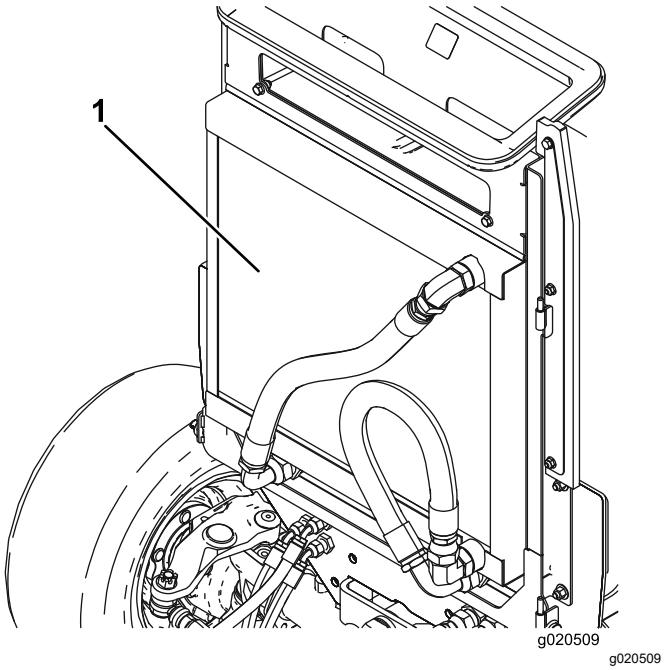

Figur 112
4. Rengjør begge sidene av oljekjøleren og radiatoren grundig med trykkluft (Figur 112).